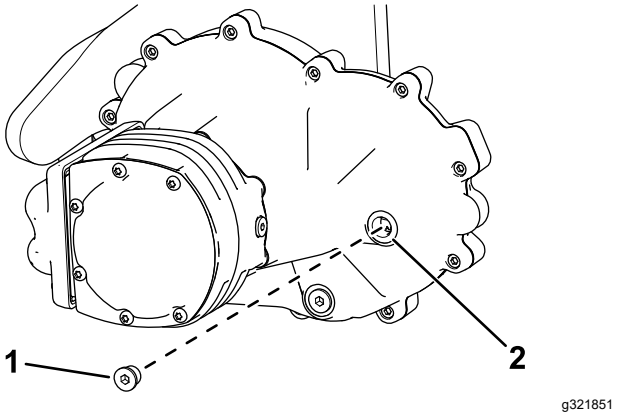

Figur 11
Obs: Lossa påfyllningsöppningens koppling (enligt Figur 11) för att säkerställa att den kan tas bort efter att du har tömt ut vätskan.
1. Ta bort påfyllningsöppningens koppling enligt Figur 11.
3. Montera kopplingen på påfyllningsöppningen (Figur 11).